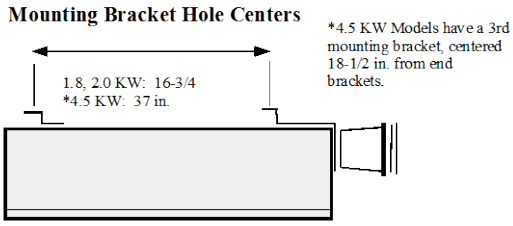

**Figure 1**
2. Fixtures must be suspended (see Figure 1) by 14 or 16 gauge hardware chain and "S" hooks which can be mounted to the holes on the "L" shaped brackets on the top of the heater; or rigid mounted with angle iron, etc.--supplied by others.